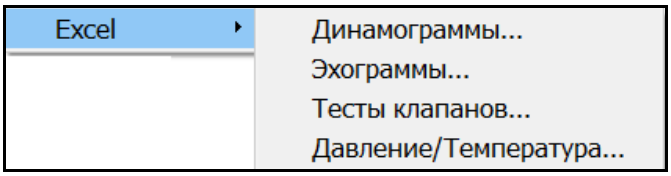

Рисунок 11
4.2.3.1. Для настройки экспорта в Excel следует выбрать пункт меню «Excel» и указать тип измерения (рисунок 11). Откроется окно «Настройки экспорта в Excel».